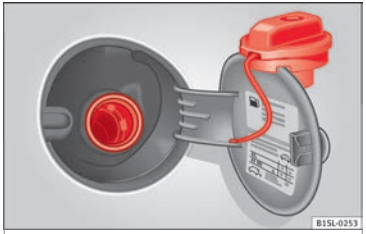

Fig. 103 Open tank flap with tank cap attached to the holder
- Take out the fuel tank plug by turning it in an anticlockwise direction and rest it on the upper part of the fuel tank flap ››› **Fig. 103**.